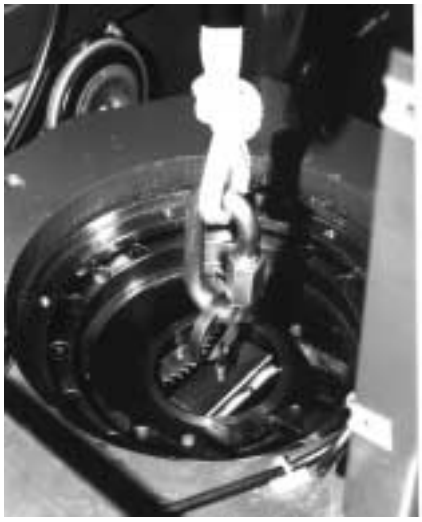

Fig. 2
- Secure the gear with a pulley (Fig. 2) or a second fork-lift truck (see also description for removing the drive motor).
- Remove the 6 cheese-head screws (1).